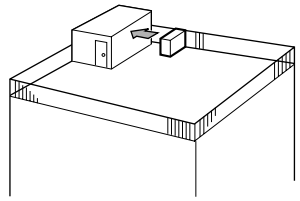

Fig. 2-3
① Rikta luftutblåset mot närmaste vägg, cirka 50 cm från väggen. (Fig. 2-3)